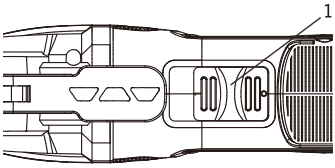

Fig. 2
1. Pour démarrer l'outil, faites glisser l'interrupteur MARCHE/ARRÊT (1) vers l'avant de l'outil (Fig. 2).
2. Pour éteindre l'outil, faites glisser l'interrupteur MARCHE/ARRÊT (1) vers l'arrière de l'outil.